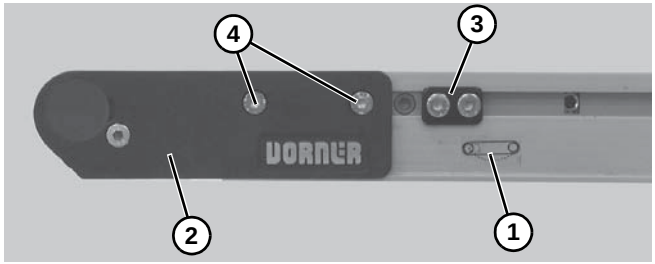

Figure 17
6. On tension end of the conveyor, identified with a label **(Figure 17, item 1)**, push in head plate assembly **(Figure 17, item 2)**: On both sides of conveyor, loosen and move cam tracking assemblies **(Figure 17, item 3)** (if equipped) away from head plates, then loosen fastening screws **(Figure 17, item 4)** and push head plate assembly inward.